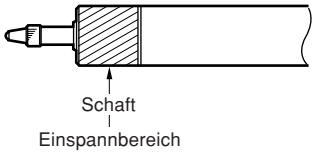

**Abb. 1 Montagepositionen**
- Bitte Sicherstellen, dass der Schaft des Messtasters fest eingespannt ist. Falls ein anderer Teil des Messtasters eingespannt werden soll, ist der Bereich mit dem Firmenlogo (dort ist der Lesekopf eingebaut) und seine nähere Umgebung zu meiden. (Abb. 1)